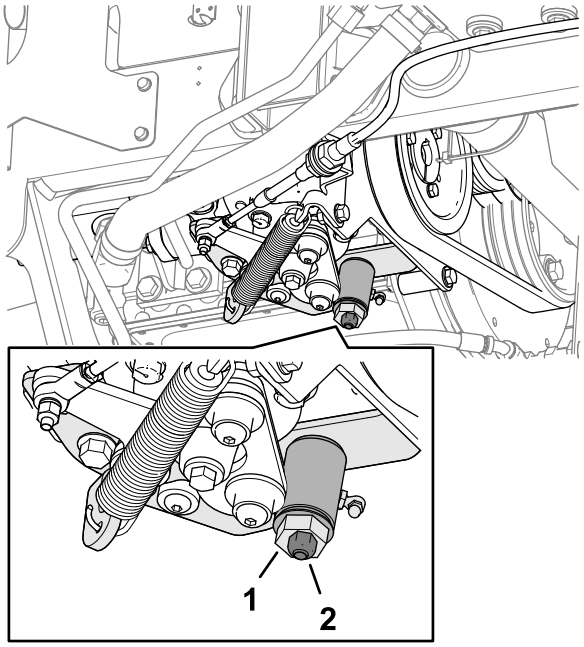

Figur 70
3. Lossa låsmuttern på hjuldrivningens justeringskam (Figur 70).